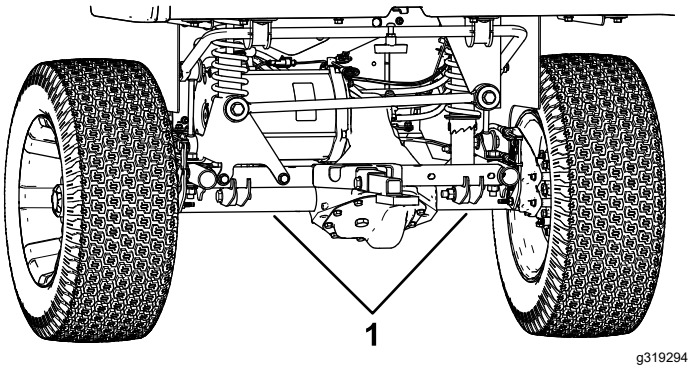

Figuur 27
- Het hefpunt aan de achterzijde van de machine bevindt zich onder de asbuizen (Figuur 27).